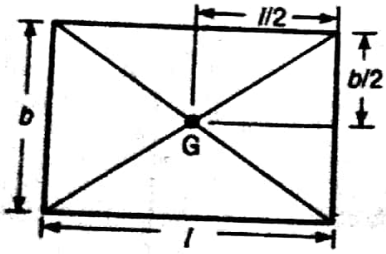

Fig. 1.5
2. The centre of gravity (G) of a rectangle (or parallelogram) lies at a point where its diagonals intersect, as shown in Fig. 1.5.